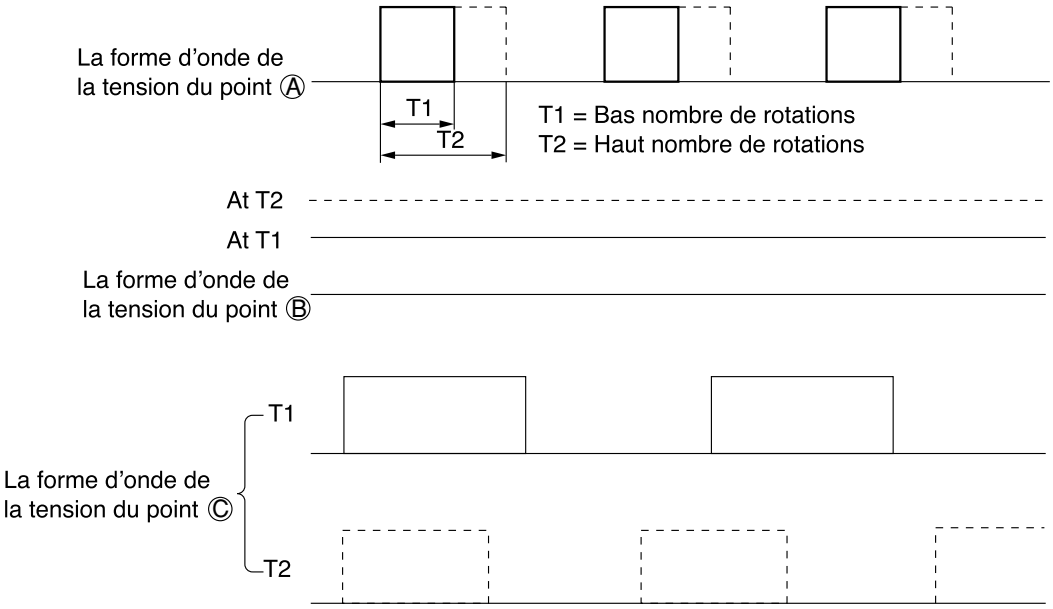

Fig. 6-2
- L'impulsion PWM de 15,7 kHz, comme montré sur la figure 6-2, depuis le microprocesseur, broche ⑤④, est envoyée au point Ⓐ. La largeur de cette impulsion change selon le nombre de rotations demandé.